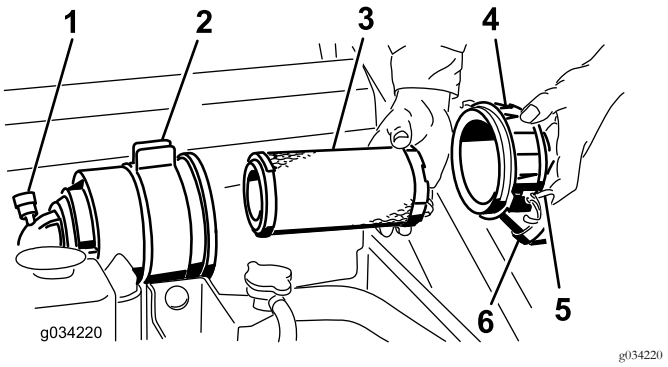

Figuur 36
Belangrijk: Geef het luchtfilter uitsluitend een onderhoudsbeurt als de onderhoudsindicator rood is (Figuur 36). Als u het luchtfilter vervangt voordat dit nodig is, wordt alleen maar de kans vergroot dat er vuil in de motor komt als het filter wordt verwijderd.
4. Maak de sluitingen op het luchtfilter los en trek het luchtfilterdeksel van de luchtfilterbehuizing (Figuur 36).
1. Schuif het filter voorzichtig uit de luchtfilterbehuizing (Figuur 36). Zorg ervoor dat u niet met het filter tegen de zijkant van de luchtfilterbehuizing stoot.
3. Schuif het voorfilter in de filterbehuizing (Figuur 36). Zorg ervoor dat het filter volledig vastzit door de buitenring van het filter tijdens de montage aan te drukken.
4. Monteer het luchtfilterdeksel met de kant met het opschrift 'UP' naar boven gericht en maak de sluitingen vast (Figuur 36).